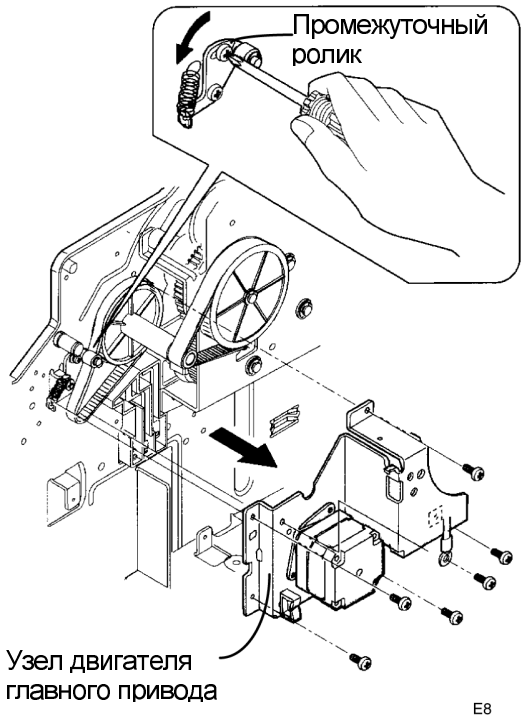

Рисунок 1. Снятие узла двигателя главного привода
2. (Рисунок 1): Если необходимо, ослабьте крепление промежуточного ролика.